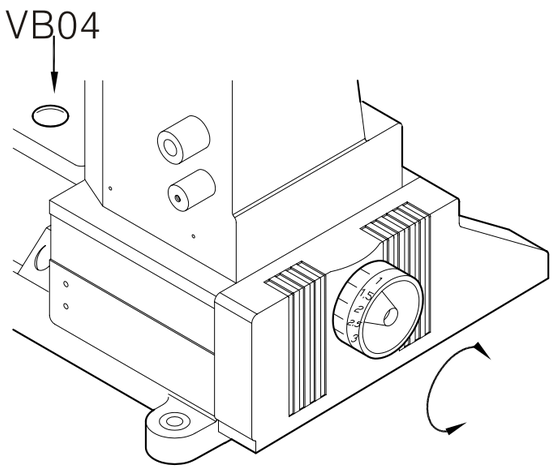

Fig. 19
1. Ajustar la cantidad del transportador principal:(Fig. 19)